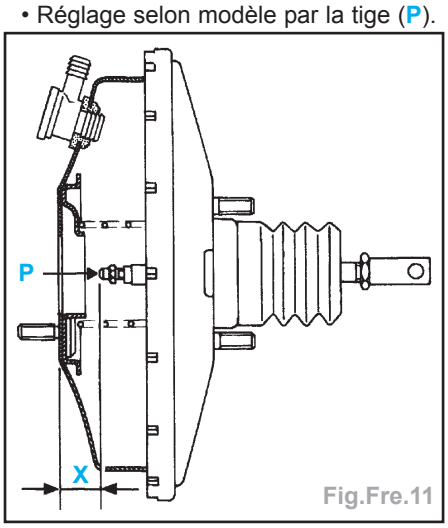

Fig.Fre.11
- Contrôler la longueur de la tige de poussée (Fig.Fre.11) :
• Réglage selon modèle par la tige (P).
- Mettre en place le maître-cylindre en alignement avec le servo-frein afin que la tige de poussée (P) rentre correctement dans le logement du maître cylindre (Fig.Fre.11).